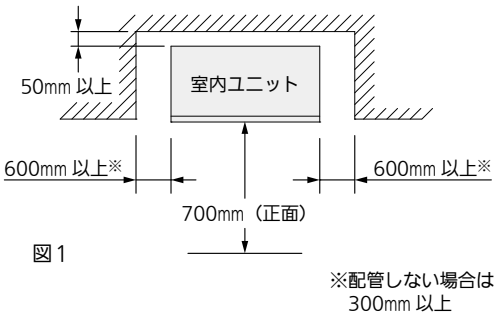

図1
- サービス時の作業用スペースを考慮してください。（図1）
4-5. 室内ユニットと障害物および背面までの距離は図1に従ってください。